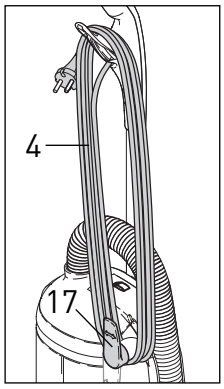

Figure 4
Allumer l'appareil - Figures 4 & 5
1. Avec le bouton Marche/Arrêt (ON/OFF) (3) sur la position Arrêt (OFF), tournez le crochet du fil d'alimentation (17) vers la gauche ou la droite afin de libérer le fil (4). Soulevez le fil du crochet supérieur – voir Figure 4.